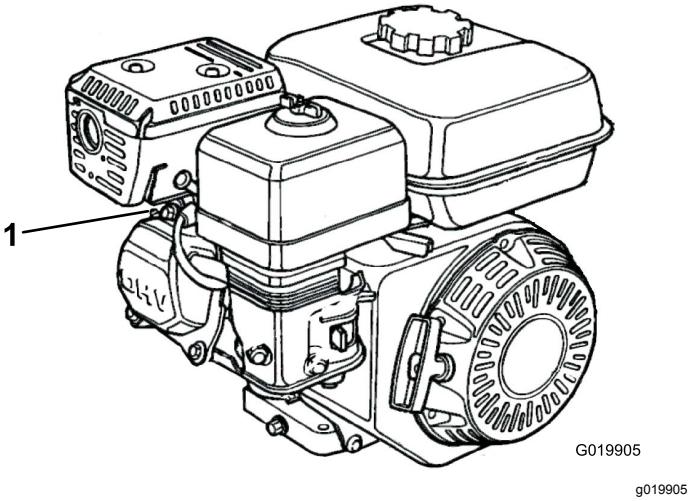

**Figuur 31**
2. Maak de bougiekabel los van de bougie (Figuur 31).